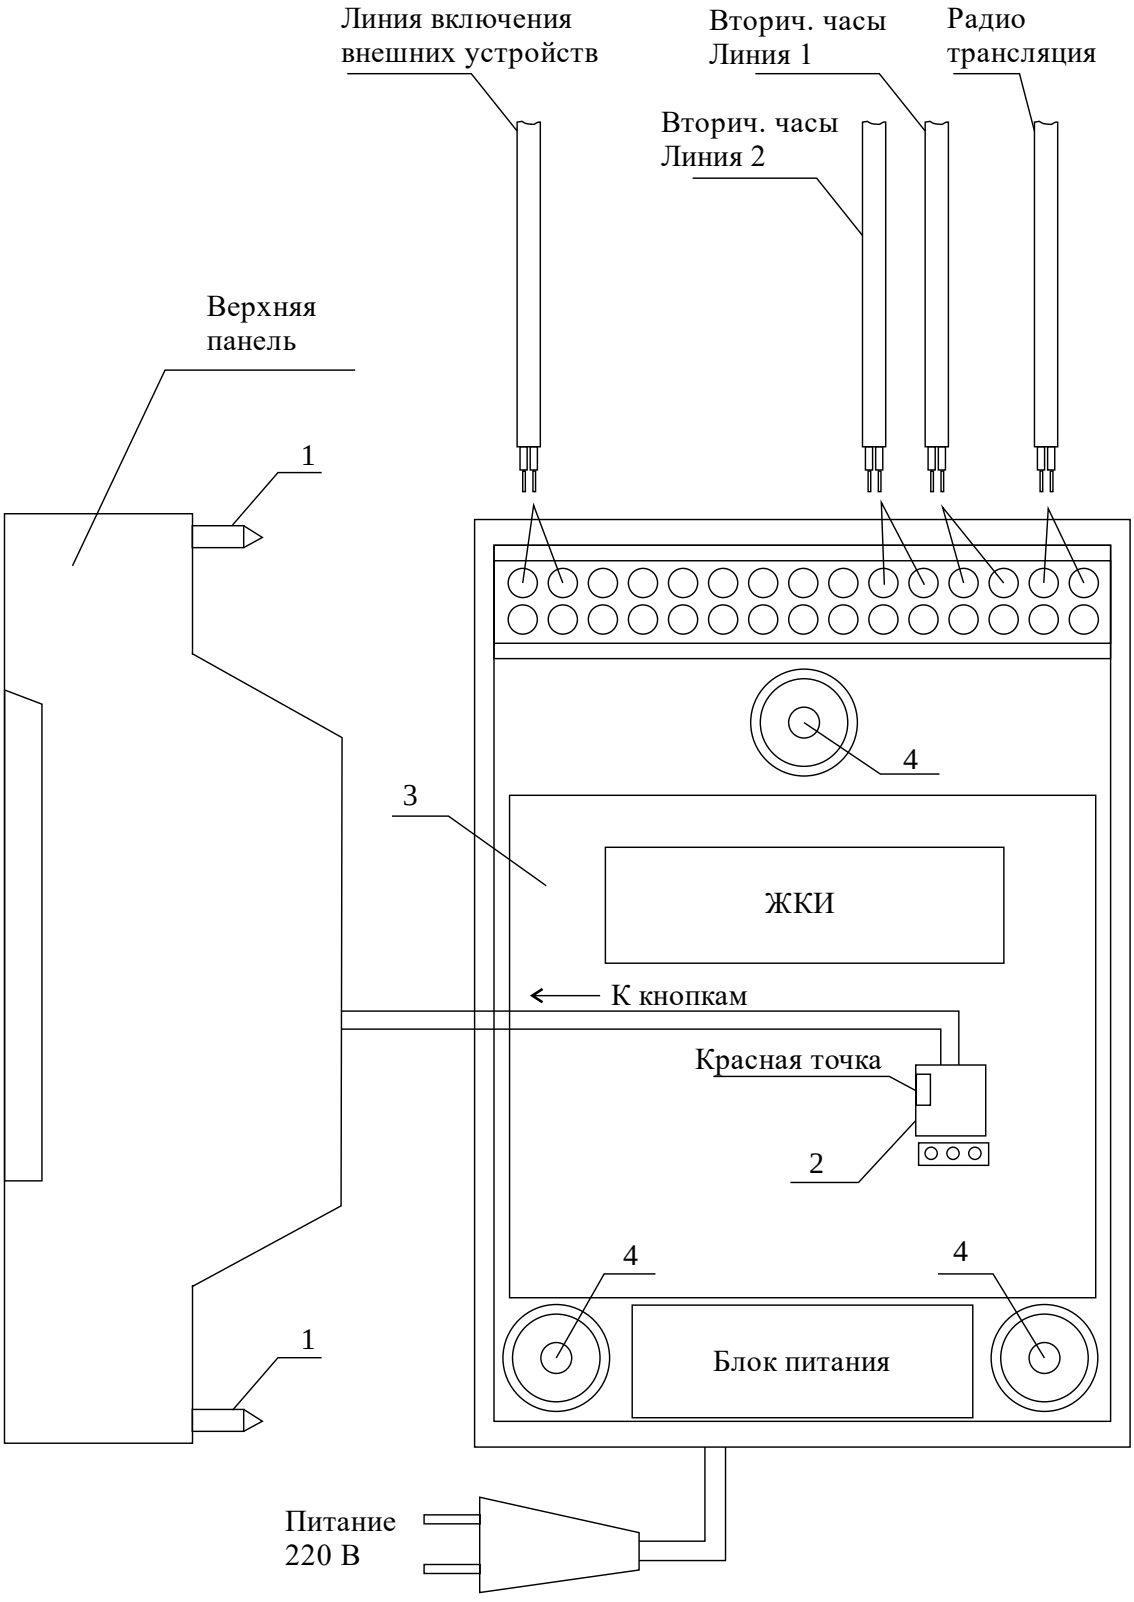
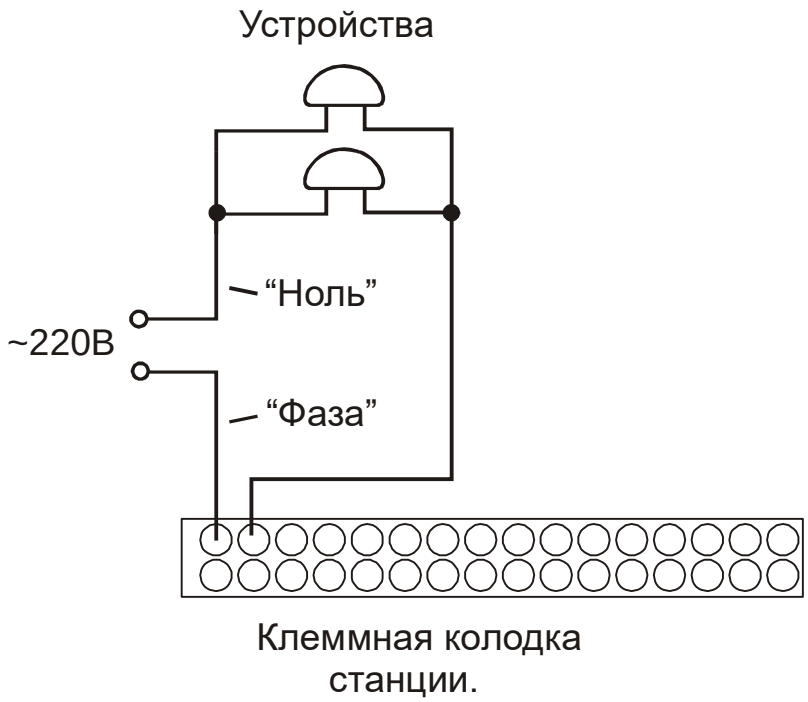

Рис. 1
Рис. 2.
Все коммутируемые часовой станцией внешние устройства (например, звонки громкого боя) должны быть соединены по схеме рис. 2. Для включения данных устройств используется внешнее электропитание 220 В.
4.1. Выверните четыре винта 1, расположенных на верхней панели ЧС (см. Рис.1). Осторожно снимите верхнюю панель и отсоедините разъем 2, соединяющий кнопки с печатной платой 3.
4.4. Подсоедините линию радиотрансляции и линии вторичных часов к шести правым клеммам клеммной колодки как показано на рис.1.
4.5. Подсоедините линию включения внешних устройств к двум крайним левым клеммам клеммной колодки как показано на рис.1 и на рис.2.